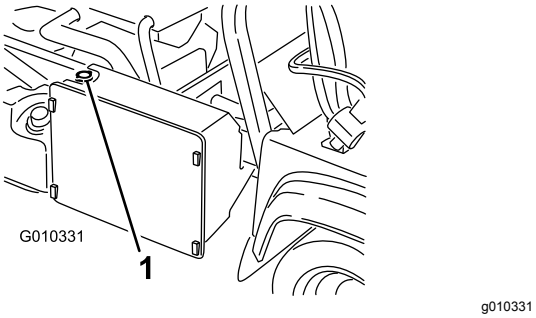

Rysunek 52
3. Odkręcić korek chłodnicy (Rysunek 52).
4. Odkręć korek zbiornika zapasowego (Rysunek 52).
7. Uzupełnij płyn w chłodnicy i przykręć korek (Rysunek 52).